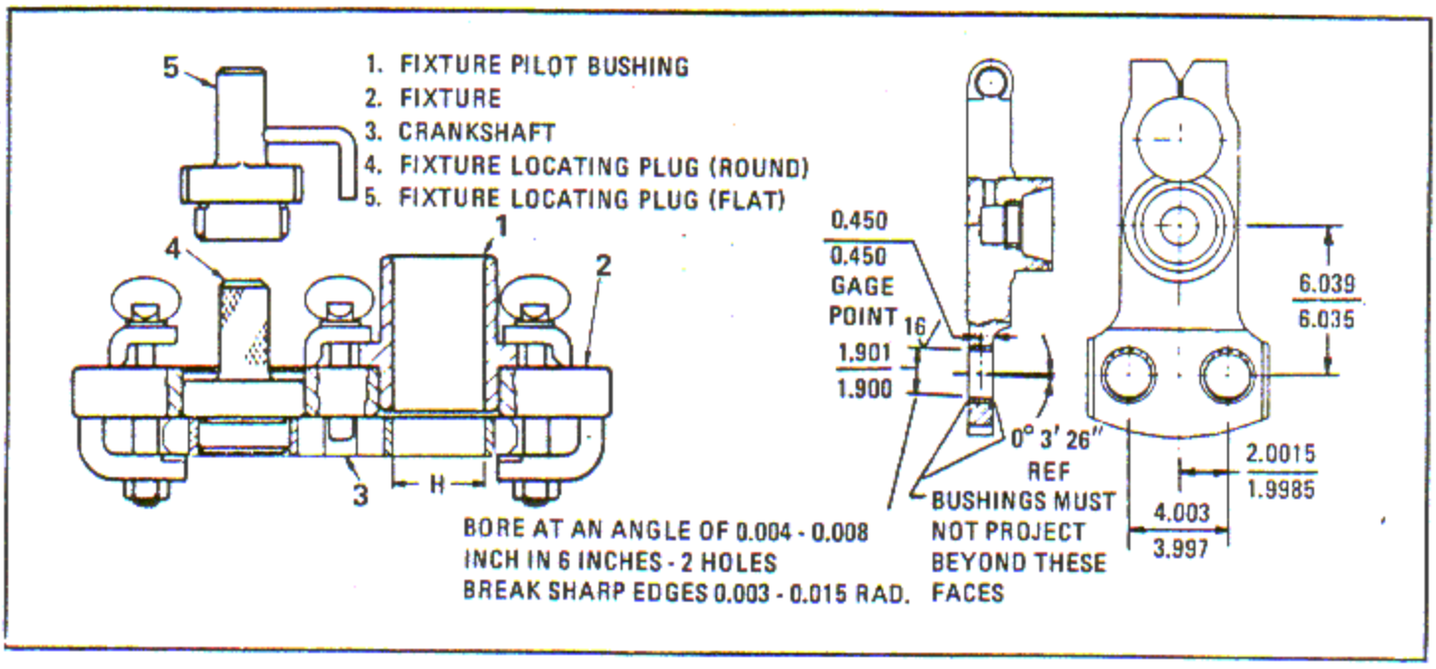

Figure 6-104. Finish Reaming Crankshaft Counterweight Bearings
a. Clamp the rear crankshaft (3, figure 6-104) finger tight to fixture (2), as shown. Remove the fixture pilot bushing (1) from the fixture. Align the fixture holes with the crankshaft counterweight bearings using the round fixture locating plug (4) as shown. Use the flat fixture locating plug (5) in the other bearing so that the flats on the plug are parallel with the end of the fixture. Clamp the crankshaft tightly in the fixture.